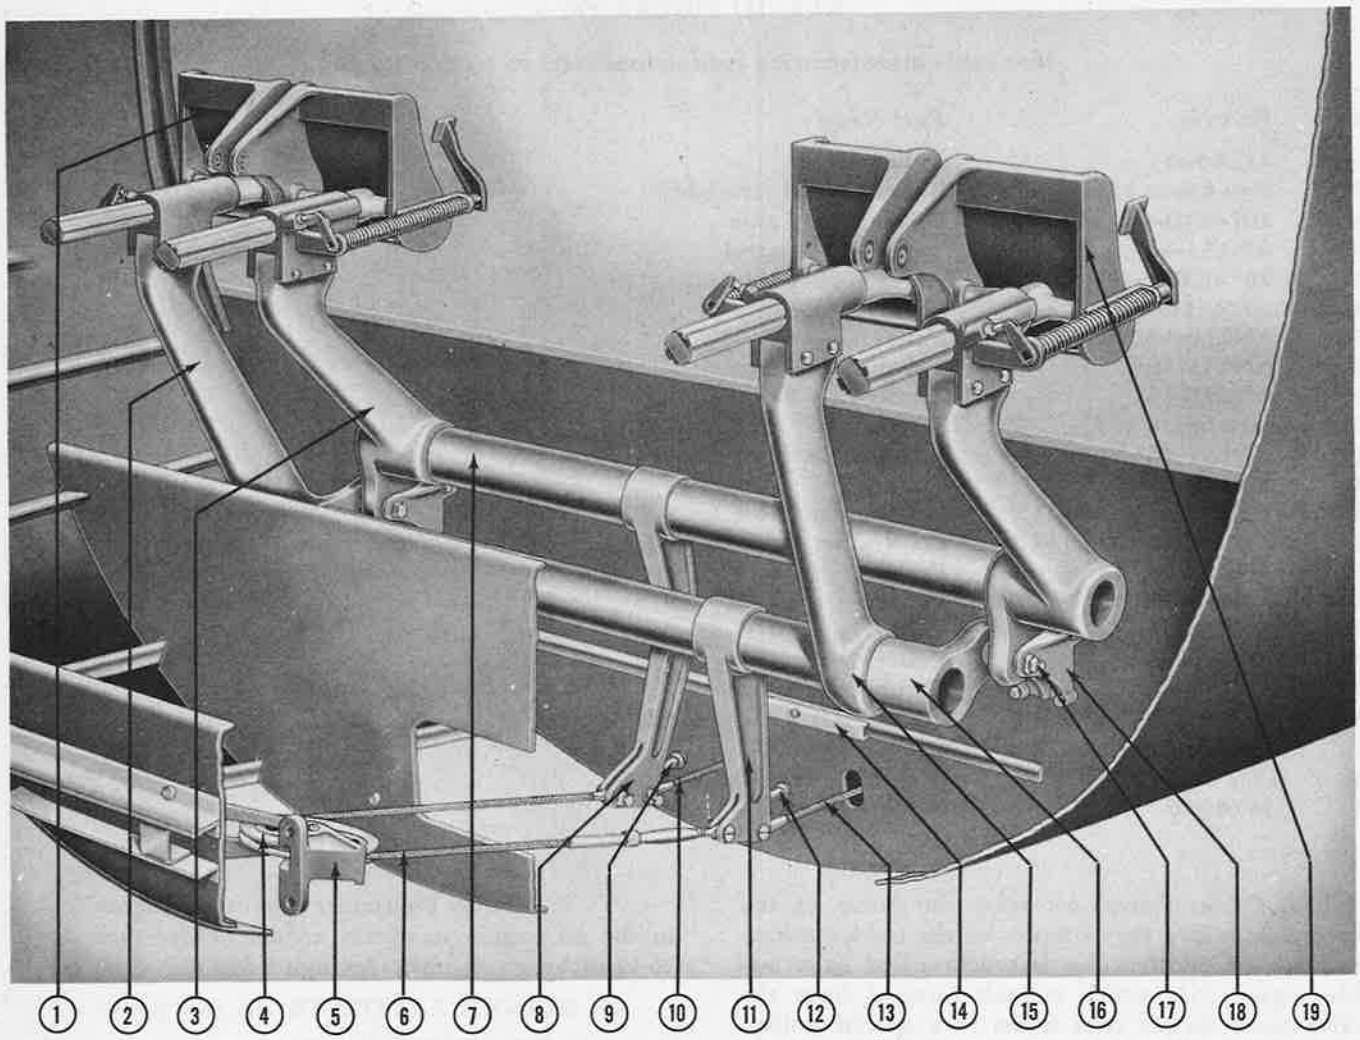
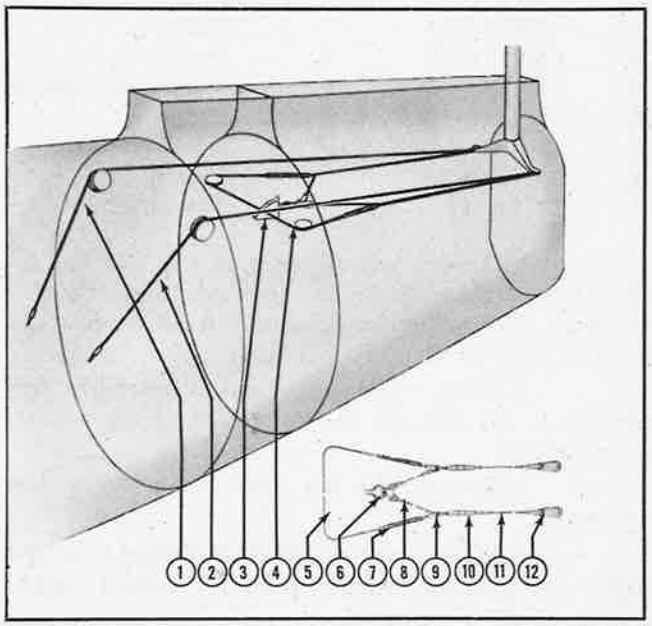

Figure 351—Rudder Pedal Mechanism
Figure 352—Rudder and Rudder Stop Cables in Aft Section
(a) DESCRIPTION.–Rudder movement is controlled by rudder pedals (figure 351) which are adjustable forward and aft to accommodate pilots of varying stature. The pedals are connected to two torque tubes (figure 351); to each tube a horn (figure 351) is
attached. Cables extend aft from the horns to the empennage, where they connect to the rudder torque tube. Rudder pedal action is synchronized by a bus cable (figure 351) which extends forward from the rudder pedal torque tube horns to a special pulley. Rudder movement is limited by a rudder stop cable assembly (figure 352) located in the fuselage aft section. The assembly, which is separate from the rudder control system, extends from a bracket (figure 352) on the top surface of the horizontal stabilizer to the rudder torque tube horns. Movement of the rudder pedals is limited by the horns, on which there are adjustable bolts which strike against stops on the fuselage structure.
5. Adjust the front bumper stops (figure 351) on the rudder pedal horns to obtain a rudder throw of 27 inches, right and left.
6. Shorten the rudder stop cables (figure 352) in the aft section to obtain a final rudder throw of 26-¼ inches ± ¼ inch. (See figure 354.)
e. Disconnect the rudder bus cables and the rudder control cables at the horns. (See figure 351.) Access to the horns is gained by removing the door on the under side of the fuselage.
f. Remove the bolts (figure 351) from the two rudder pedal brackets, and screw out the bushings. This will free both the left and right pedal assemblies.
KEY TO FIGURE 352